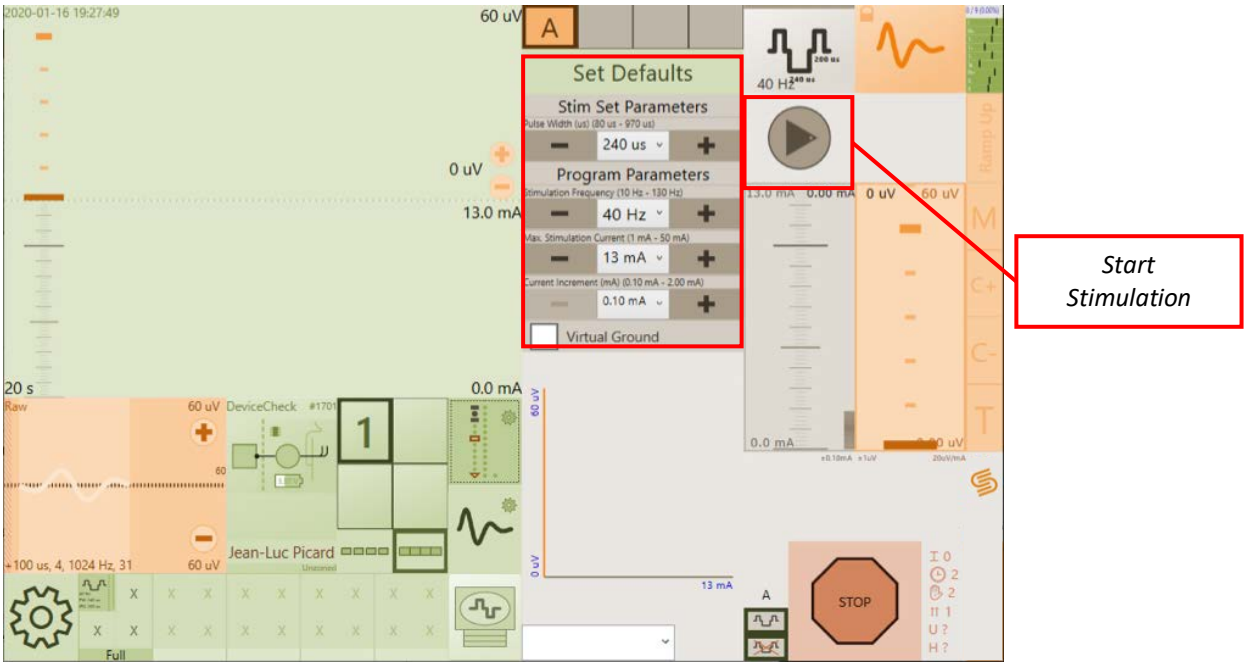

Figure 6.12: Location of the stimulation settings menu and *Start Stimulation* arrow on the CPA.
Section 8.1). The icon will change to show the *Electrode Display* icon (Figure 6.12). Changes made to the stimulation settings will affect the stimulation current control bar on the right (refer to Figure 6.13 for more details).
2. Touch the *Start Stimulation* arrow (see Figure 6.12) to start stimulation with closed-loop disabled.